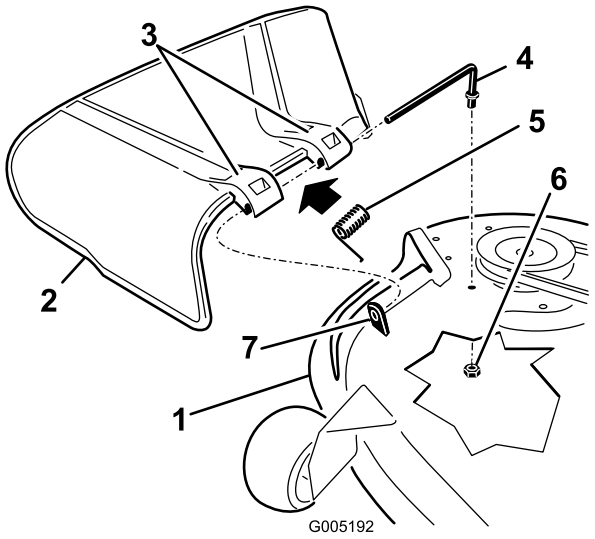

Figuur 61
1. Ga naar de onderdelen die worden getoond in Figuur 61.
2. Verwijder de moer (3/8 inch) van de stang onder het maaidek (Figuur 61).
3. Schuif de stang uit de korte afstandhouder, veer en grasgeleider (Figuur 61). Verwijder een beschadigde of versleten grasgeleider.
4. Monteer de grasgeleider (Figuur 61).
6. Plaats de veer op de stang, met de einddraden omlaag, tussen de beugels van de grasgeleider. Schuif de stang door de tweede beugel van de grasgeleider (Figuur 61).
7. Steek de stang aan de voorkant van de grasgeleider in de korte afstandhouder op het maaidek. Bevestig het achterste uiteinde van de stang in het maaidek met een moer (3/8 inch) (Figuur 61).